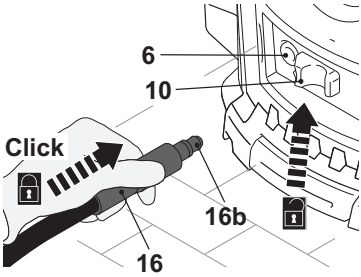

Fig. 4
> Insert the other connector (16b) of the pressure hose (16) into the water outlet (6). Ensure it snaps in place (Fig. 4). Press the release button (10) to unlock if necessary.